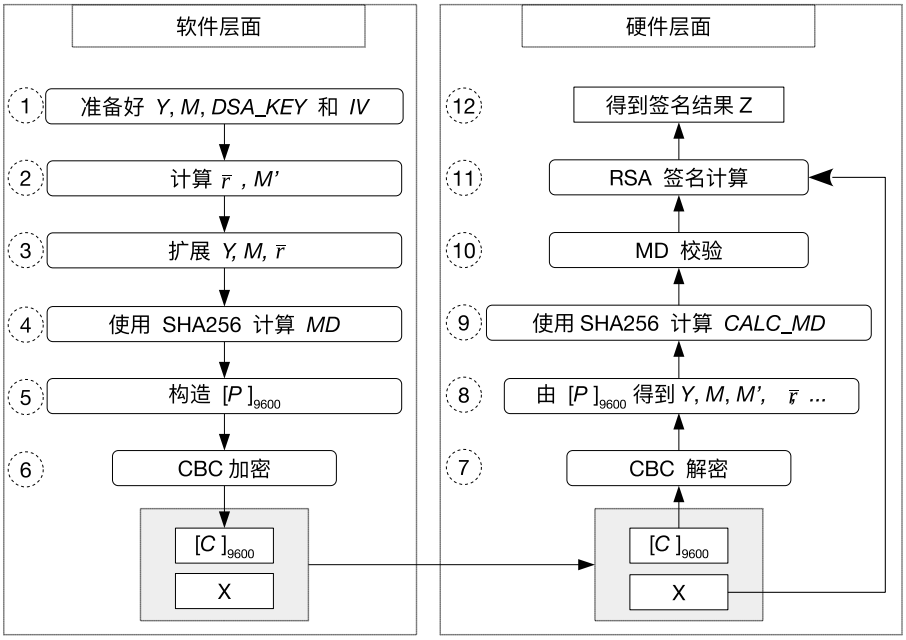

图 24.3-1. 软件准备工作与硬件工作流程
如果用户想使用 DSA 模块进行数字签名，则需要提前做好软件准备工作，如图 24.3-1 所示。图中左半部分列出了在硬件开始 RSA 签名计算之前软件需要做的准备工作，右半部分则列出了硬件在整个签名计算过程中的计算流程。
1. 即便有多次签名计算，也只需进行一次软件准备工作（图 24.3-1 左侧），但每一次签名计算都需要重新进行硬件运算（图 24.3-1 右侧）。
用户需要依照图 24.3-1 左侧中指定的步骤来计算 C。详细过程如下：
1. **解析阶段，即图 24.3-1 中的步骤 7 和步骤 8**
解析过程是图 24.3-1 中步骤 6 的逆过程。DSA 模块将调用 AES 硬件加速器以 CBC 块模式对输入的密文信息 C 进行解密，获取明文信息。该过程可以表示为 P = AES-CBC-DEC (C, DSA_KEY, IV)。其中，IV 就是 $[IV]_{128}$，由用户直接指定；$[DSA\_KEY]_{256}$ 由硬件 HMAC 提供，通过存储在 eFuse 中的 $HMAC\_KEY$ 得到，软件无法获取。请参考章节 21 *HMAC 加速器 (HMAC)* 获取更多信息。
2. **校验阶段，即图 24.3-1 中的步骤 9 和步骤 10**
DSA 模块会执行两种校验操作：MD 校验和填充 (padding) 校验。由于填充校验和 MD 校验同步进行，因此填充校验未在图 24.3-1 中体现。
3. **计算阶段，即图 24.3-1 中的步骤 11 和步骤 12**